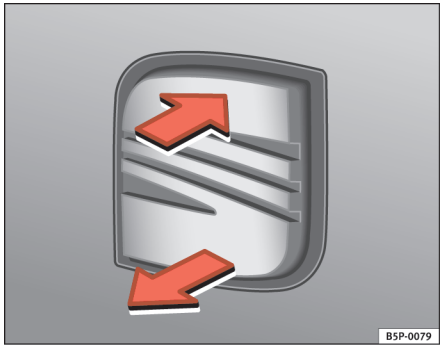

Fig. 64 Bagklap: åbning af bagklap udefra
– Træk i grebet, og løft bagklappen lidt op ⇒ fig. 64. Bagklappen åbnes automatisk.